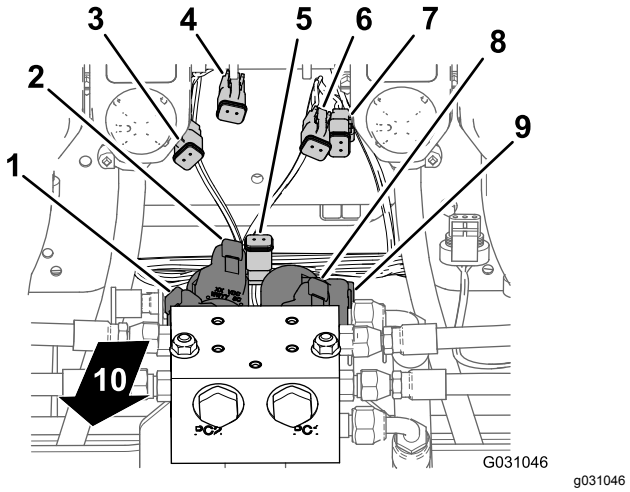
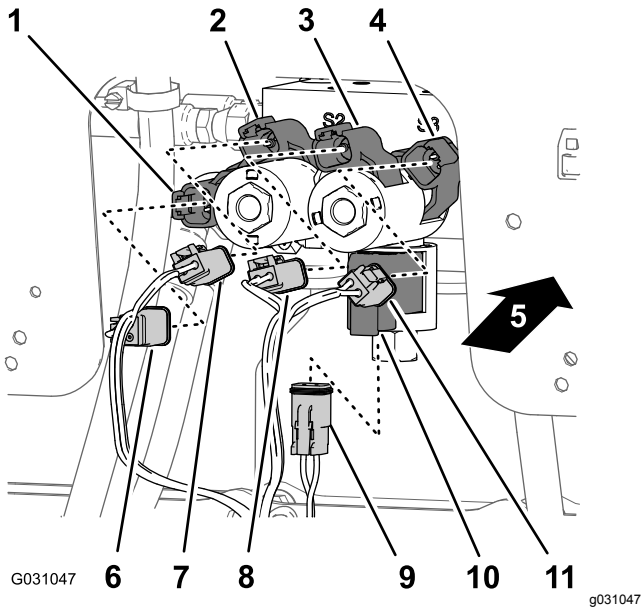

Figur 111
Figur 112
1. Längst ner på lyftcylinderns grenrör ansluter du kontakten med två uttag för det bakre kablage som är märkt **Enable Solenoid** (Elektromagnet för aktivering) i kontakten med två stift för elektromagnet för aktivering (Figur 111 och Figur 112).
2. Vid den högra nedre elektromagneten ansluter du kontakten med två uttag på det bakre kablaget som är märkt **Right Down** (höger ned) till kontakten med två stift på höger ned-elektromagneten (Figur 111 och Figur 112).
3. Vid den högra övre elektromagneten ansluter du kontakten med två uttag på det bakre kablaget som är märkt **Right Up** (höger upp) till kontakten med två stift på höger upp-elektromagneten (Figur 111 och Figur 112).
4. Vid den vänstra nedre elektromagneten ansluter du kontakten med två uttag på det bakre kablaget som är märkt **Left Down** (vänster ned) till kontakten med två stift på vänster ned-elektromagneten (Figur 111 och Figur 112).